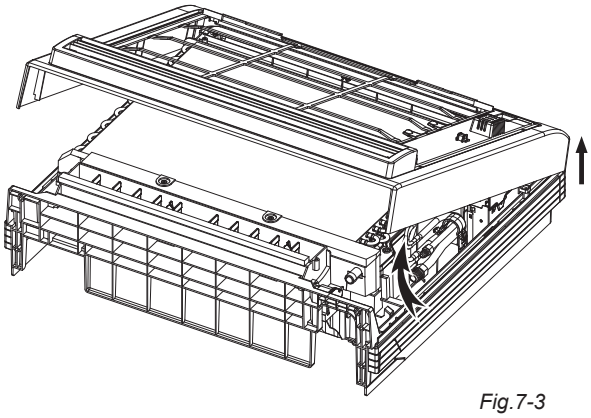

Fig.7-3
- Open the bottom of face plate to a 30 degree angle, then you can remove the top of the face plate.*(Refer to Fig.7-3)*